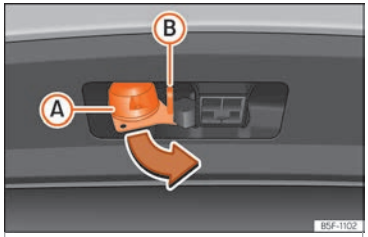

Fig. 263 Girar o conector de 13 polos
- Segure no conector de 13 polos pela zona Ⓐ e retire-o no sentido da seta ››› Fig. 263.
- Segure no conector de 13 polos pela zona Ⓐ e introduza-o no sentido contrário ao da seta ››› Fig. 263.
O olhal de segurança Ⓑ ››› Fig. 263 serve para engatar o cabo de retenção do reboque.